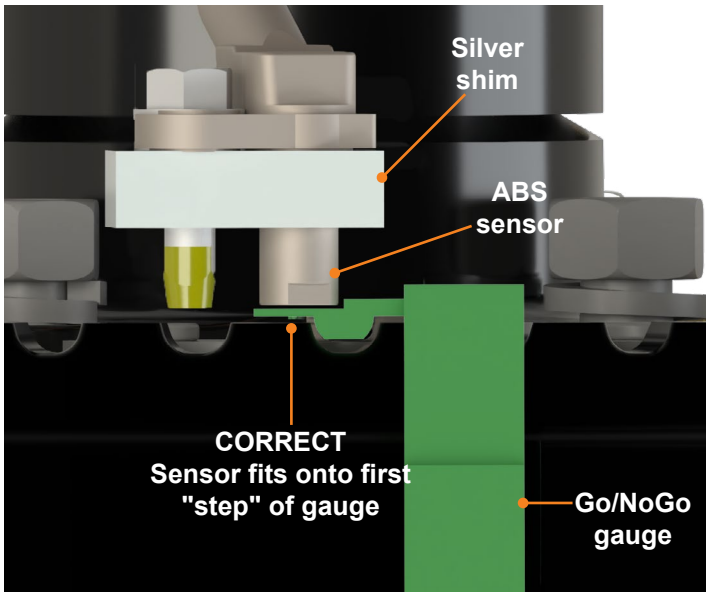

Fig.21
2. Once the gauge has reached the sensor, check the gap between the ABS sensor face and the tone ring **(Fig. 21)**. The air gap must be between 1mm and 1.75mm. This allows the sensor to fit onto the first “step” of the gauge comfortably while not going onto the second “step” of or bypassing the gauge entirely.
A. If the air gap falls within the 1mm and 1.75mm tolerance, continue to the next step of the procedure. See Figure 21 for correct sensor/tone ring spacing with the gauge.